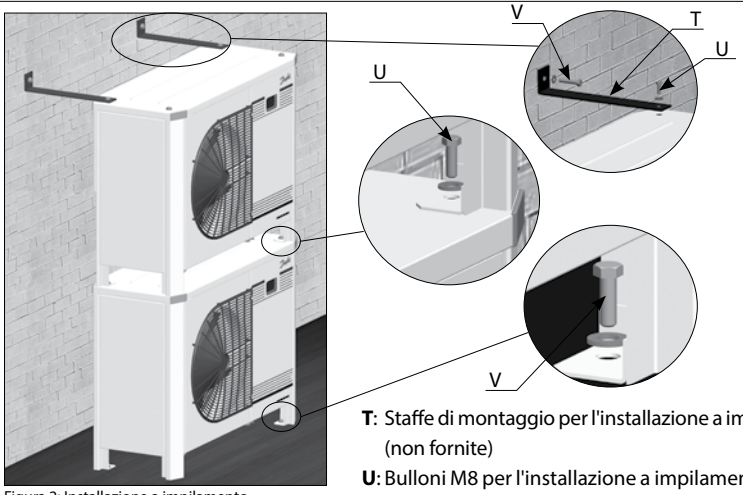

Figura 2: Installazione a impilamento
- Quando si impilano le unità, quella superiore deve essere fissata a parete, come mostrato alla Figura 2.